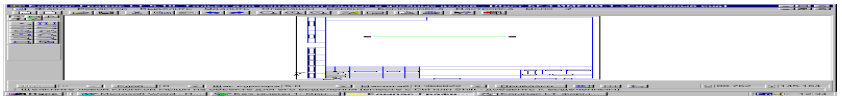

Рис. 7.13.
3.1. Переместите «ловушку» так, чтобы в нее попал начерченный отрезок, и нажмите левую кнопку мыши – отрезок изменил цвет (объект выделен), и вы видите две характерные точки: начальную и конечную точки отрезка (рис. 7.13).